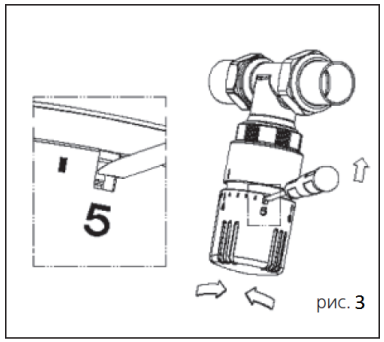

рис. 3
5.4. Для фиксации выбранной настройки требуется вставить отвертку с острым жалом в гнездо, расположенное под цифрой «5» и опустить вниз фиксирующий штифт (см. рис. 3) (возможно, для этого потребуется слегка покрутить верхнюю часть головки до совпадения штифта с выемкой нижней части корпуса).